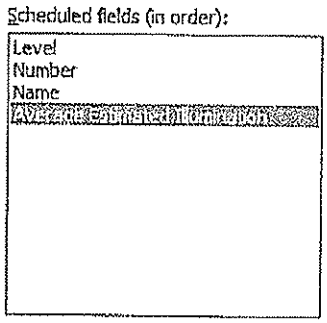

Figure 14–67
6. Continue adding the fields shown in Figure 14–67.